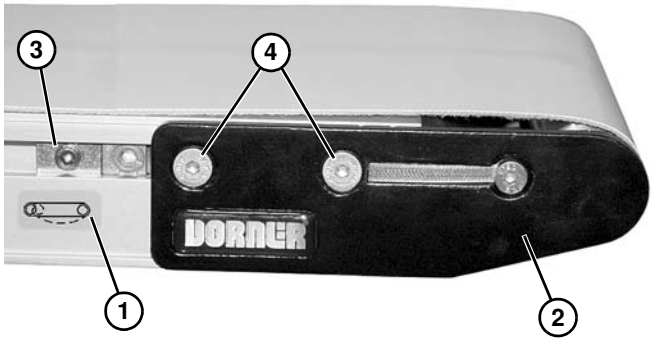

Figure 29
4. Sur l'extrémité où se trouve le tendeur de bande, identifié par , **(Figure 29, élément 1)** assembler en poussant la plaque de tête **(Figure 29, élément 2)** :
a. Sur les deux côtés du convoyeur, desserrer et éloigner des plaques de tête les rives de guidage **(Figure 29, élément 3)** (si elles sont fournies).
b. Desserrer les vis de fixation **(Figure 29, élément 4)** et pousser la plaque de tête vers l'intérieur.